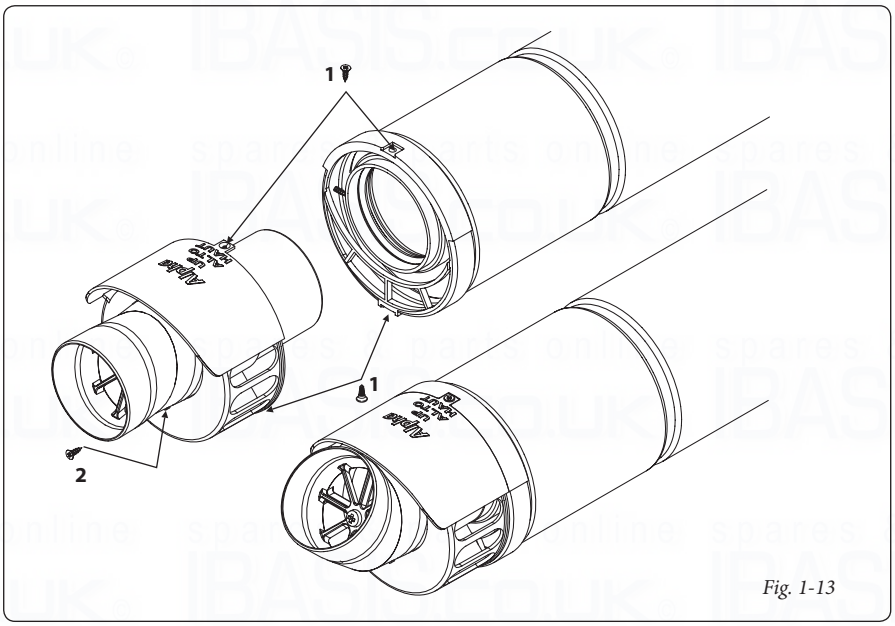

Fig. 1-13
a. Remove the screws (1 in Fig. 1-13) securing the terminal and remove the terminal by pulling it from the flue assembly. Remove the screw (2 in Fig. 1-13) securing the terminal end section and remove the end section from the terminal.
d. Terminate the Plume Management pipework by fitting the terminal end section (push-fit) previously removed. Refer to Fig. 1-13.